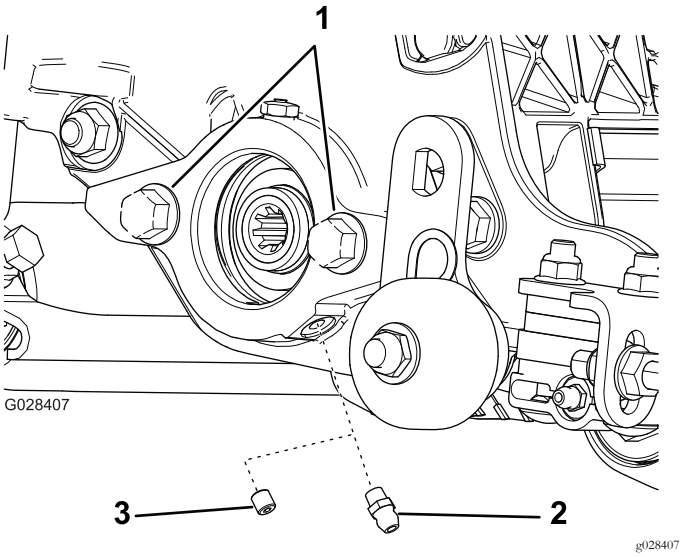

Figura 6
1. Retire y deseche el tornillo de fijación de la chapa lateral del motor del molinete (Figura 6).
2. Instale el engrasador recto (Figura 6).
4. Si no hay pernos en la chapa lateral del motor del molinete, instálelos (Figura 6).